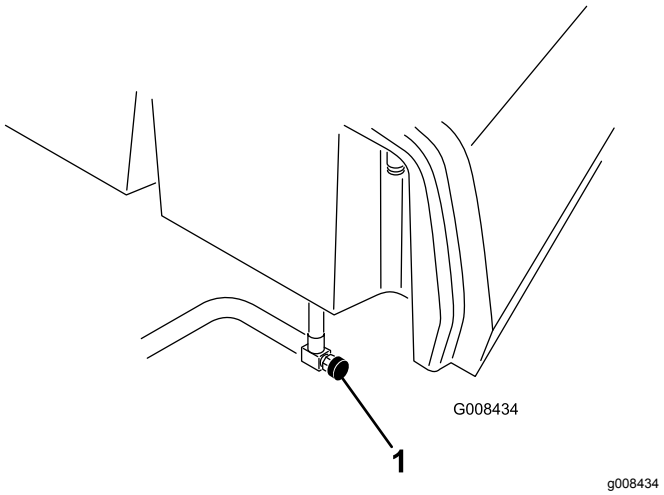

**Figur 38**
1. Stäng bränslekranen (Figur 38) under bränsletanken.